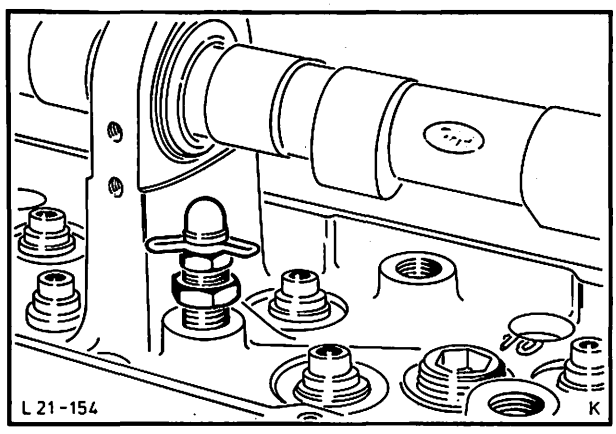

Abb. 221 Kugelbolzen mit Kontermutter und Halteklammer eindrehen
13. Kugelbolzen komplett mit Kontermutter einschrauben, Abb. 221. Ventilführungen und Ventile mit Hypoidöl SAE 80/90 einölen. Ventile einsetzen und Ventil-Keilnuten mit Klebefolie abkleben.